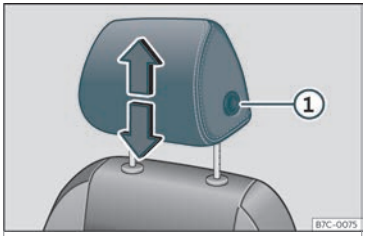
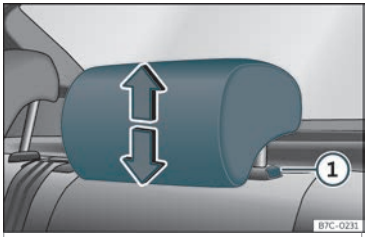

Fig. 99 Asento dianteiro:regulación do repousacabezas.
Fig. 100 Repousacabezas traseiro:regulación do repousacabezas.
mesma acción, premendo o botón lateral ① ››› fig. 99 ››› fig. 100.
- Prema o botón lateral ››› fig. 99 ① e extraia o repousacabezas.